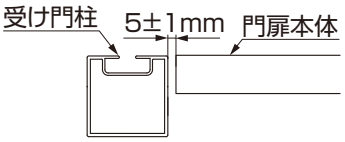

図8-1
③「調整ボルト」をまわし、間口寸法を決めてください。（図8-1参照）
- ●アーム錠仕様の場合、門扉本体と受け門柱のチリ寸法は5±1mmに調整してください。（図8-1参照）